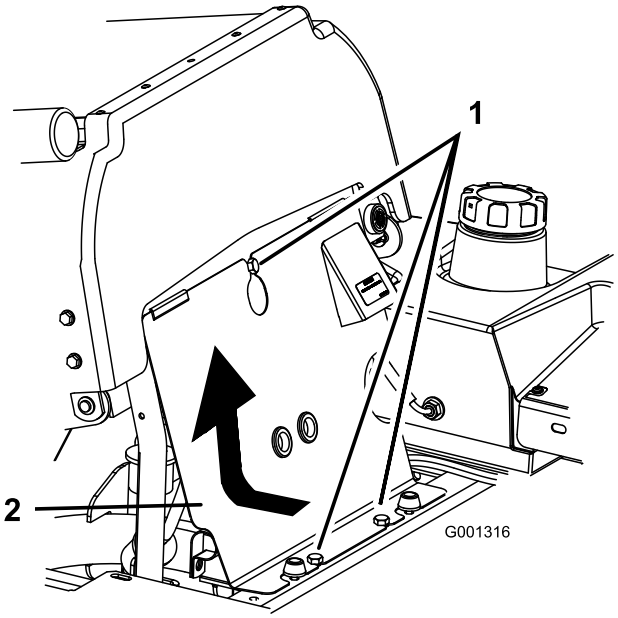

Figur 42
1. Tippa sätet framåt, lossa bultarna och demontera den främre motorkåpan (Figur 42).